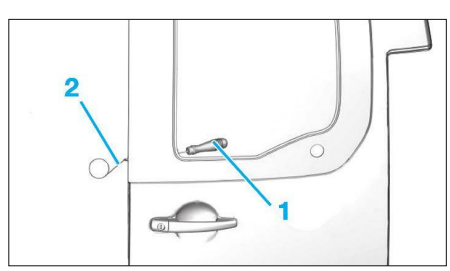

**FIG. 13**
• Passer l'alène (1) au travers du cordon d'adhésif joint, de l'intérieur vers l'extérieur **(Fig.13)**
• Accrocher le fil tranchant (2) à l'alène.